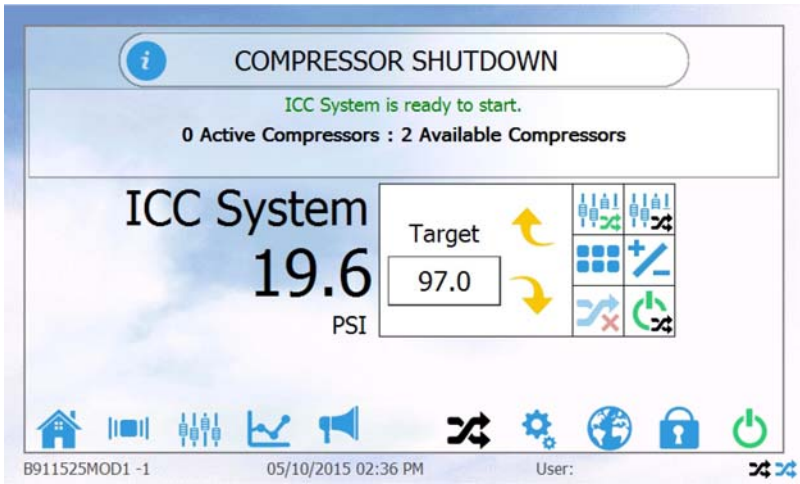

FIGURE 3-23
2. Once the verification has been completed, the ICC system can be started. To start the ICC system, press the icon located on the ICC Home Screen as shown in Figure 3-23.